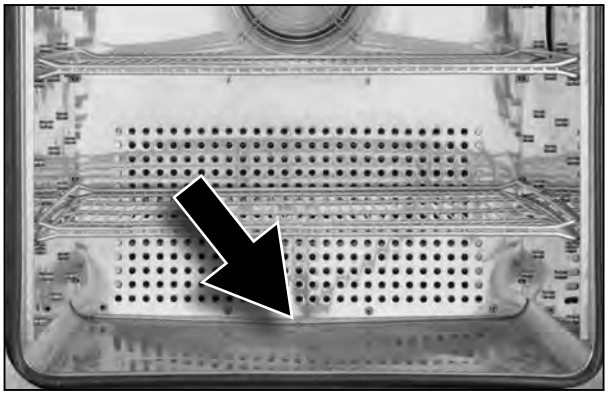

Fig. 38 Condensation water runoff tube
- ▶ Check that the condensation water runoff tube (Fig. 38) at the rear of the chamber interior is not blocked and clean if necessary.